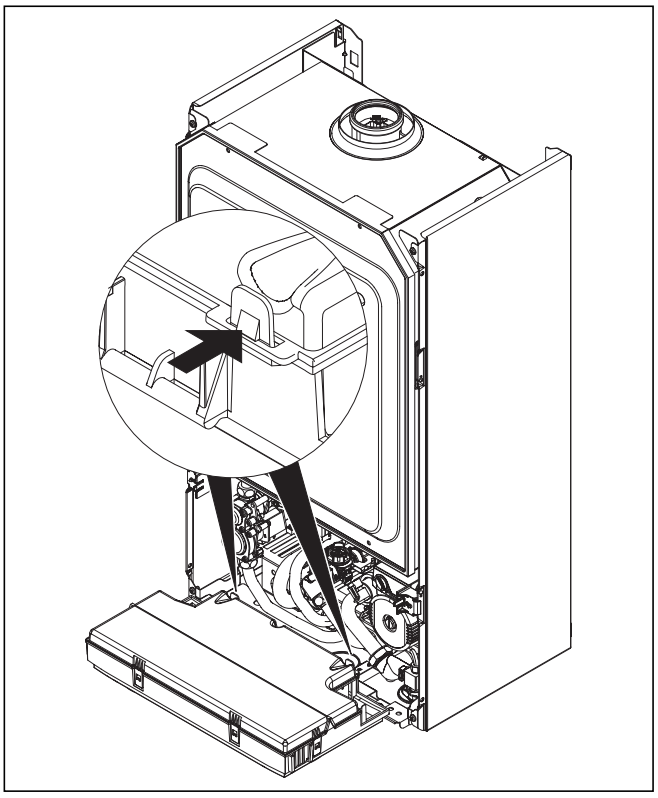

Fig. 5.7 Deschiderea peretelui posterior al pupitrului de comandă
- Pozaţi cablul de alimentare la reţea la suprafaţa de racordare în pupitrul de comandă ca în Fig. 5.7 şi 5.8.